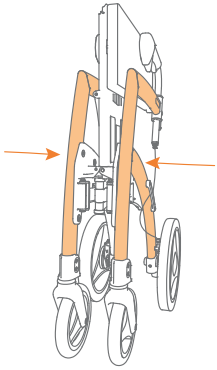

Abbildung 11C: **Drücken Sie den Rahmen weiter zusammen.**
e. Drücken Sie die Seiten des Rahmens gegeneinander, bis der Rollator vollständig zusammengefaltet ist **(Abbildung 11C)**.